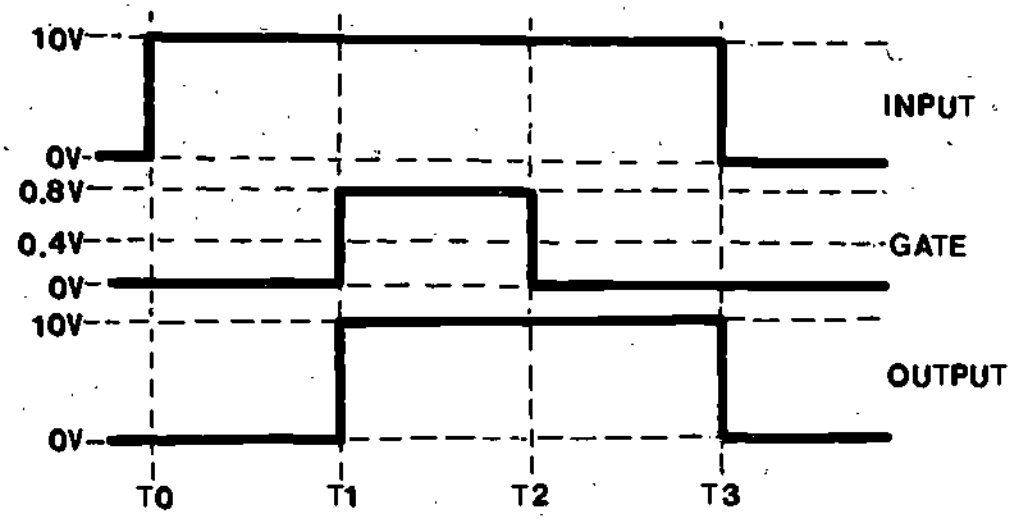

Figure 6
7. Refer to Figure 6. At time T1 a DC signal in excess of +.4 volts is applied to the gate. The SCR now conducts and we get an output. At time T2 we remove the DC on the gate. Why does the SCR remain in conduction?